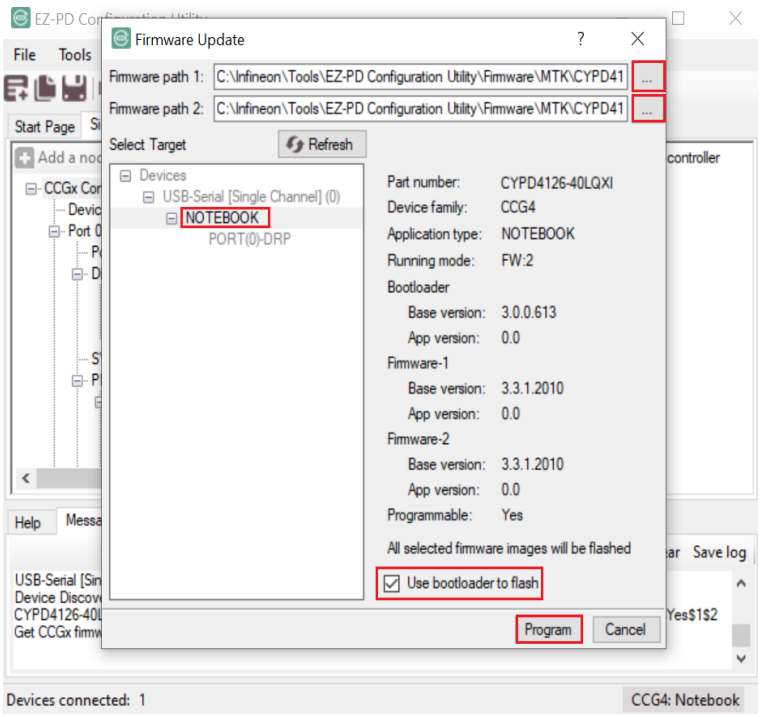

**Figure 11 Updating the CCG4 device's firmware using EZ-PD™ Configuration Utility**
8. Select **NOTEBOOK** from the target list shown in Figure 11, click **Browse** next to the **Firmware path 1** text field, and browse to the local directory where EZ-PD™ Configuration Utility was installed. Next, double-click the *CYPD4126-40LQXI_mtk_1.CYACD* file to select it. Similarly, select the *CYPD4126-40LQXI_mtk_2.CYACD* file for **Firmware path 2**.